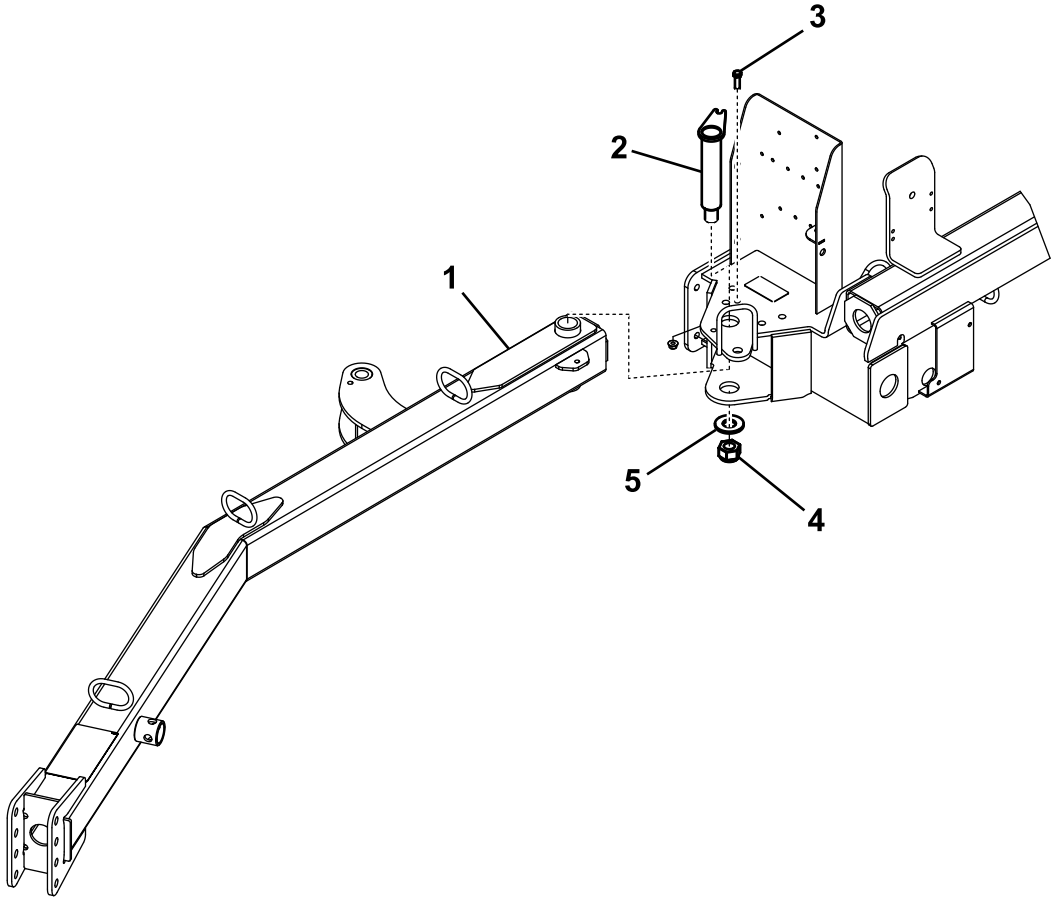

**Figur 3**
1. Før inn den bakre enden av koblingsarmen mellom monteringsplatene på oppsamleren mens du innretter monteringshullene (Figur 3).
2. Før koblingtappen gjennom monteringsplatene og koblingsarmen (Figur 3).
3. Fest toppen av koblingstappen til monteringsplaten med en bolt (3/8 x 1 1/4 tomme) og en låsemutter (3/8 tomme) (Figur 3).
4. Fest bunnen av koblingstappen med en stor skive, stor mutter og setteskrue med firkantet hode (Figur 3).